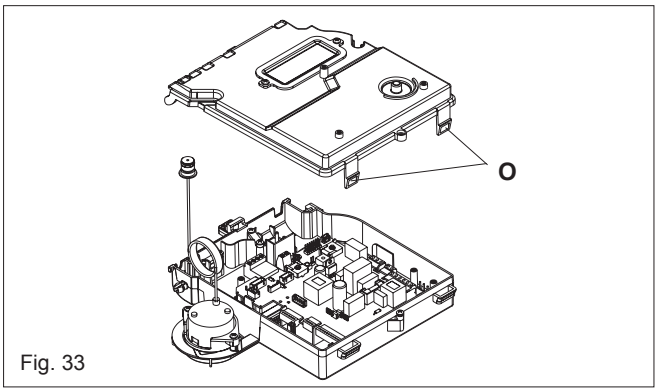

Fig. 33
6.12 PRINTED CIRCUIT BOARD (fig. 33)